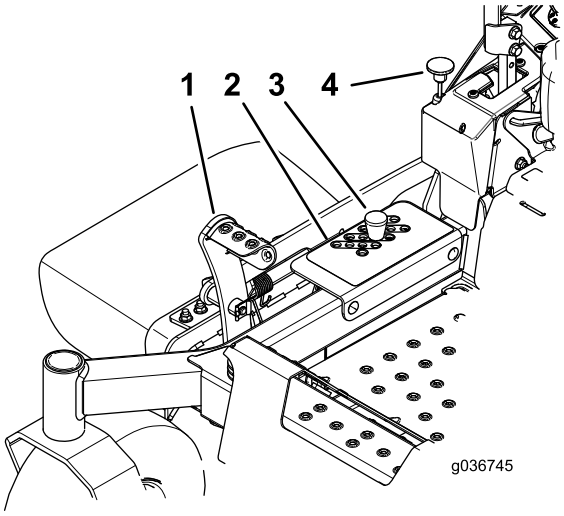

Figuur 29
2. Trap het maaidekpedaal in en breng het maaidek omhoog tot de TRANSPORTSTAND (dit is tevens de maaihoogtestand van 127 mm), zie Figuur 29.
3. Verwijder de pen uit de maaihoogtebeugel (Figuur 29).
4. Kies de opening in de maaihoogtebeugel die overeenkomt met de gewenste maaihoogtestand, en steek de pen daarin (Figuur 29).